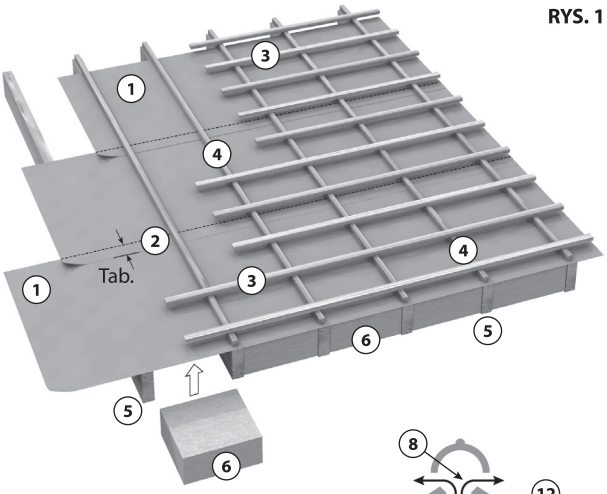

RYS. 1
5. MWK powinna być montowana bezpośrednio na termoizolację (rys.1) układaną między belkami konstrukcji dachów. Może być również montowana nad poddaszami nieużytkowymi (strychami), gdzie termoizolacja ułożona jest na stropie (Instrukcja nr 9).
11. MWK może być rozpięta na konstrukcji dachu (rys.1) a membrany o gramaturze większej od 120 g/m² mogą być układane na poszyciu z desek zamocowanym na konstrukcji według Instrukcji nr 4.